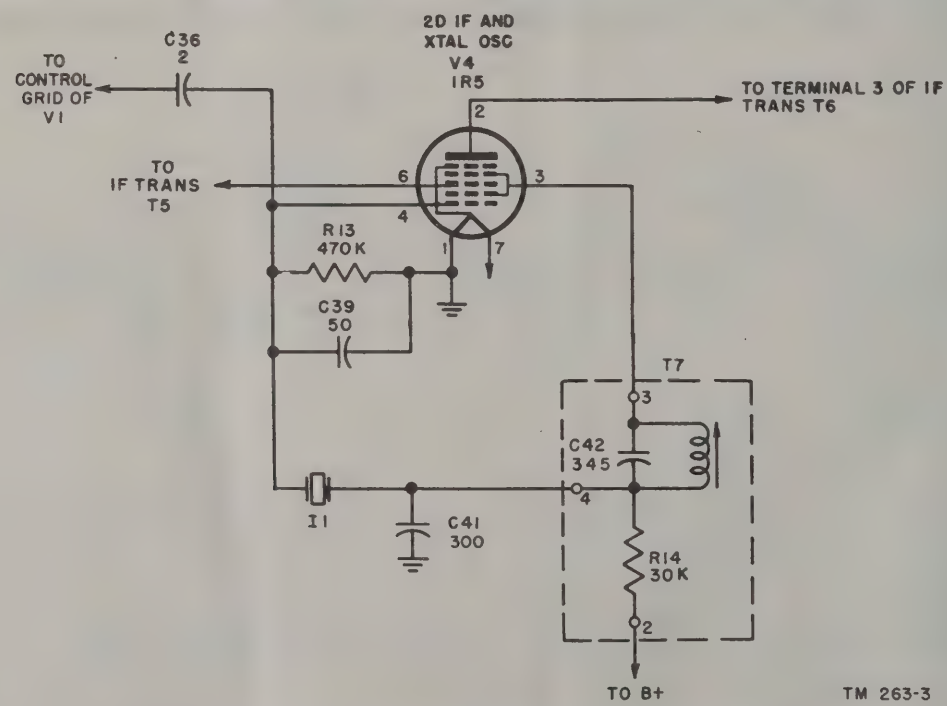

Figure 61. Crystal calibrator ocsillator, simplified schematic diagram.
91. Crystal Calibrating Circuit (fig. 61)